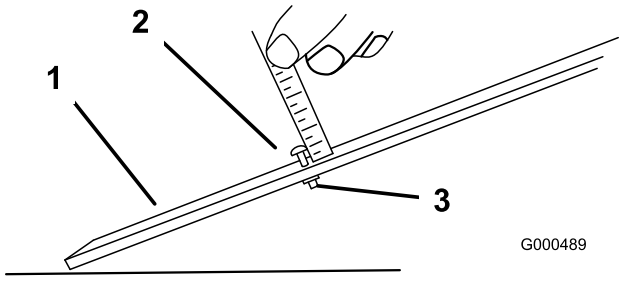

Figur 42
3. Løsne mutteren på høydemåleren (Figur 42), og fest justeringsskruen i ønsket klippehøyde. Klippehøyden er avstanden mellom enden av skruehodet og forsiden av stangen.